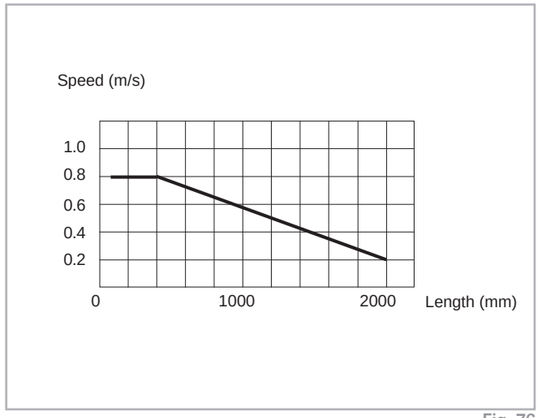

Fig. 76
The maximum operating speed is determined by the mass of the intermediate element, which moves with the movable rail. This reduces the maximum permissible operating speed with increasing length (see fig. 76).
- Telescopic Rail guides are suitable for continuous use in automatic systems. For this, the stroke should remain constant in all moving cycles and the operating speed must be checked (see pg. TR-44, fig. 76). The movement of the telescopic rails is enabled by internal ballcages, which could experience an offset from the original position with differing strokes. This phase offset can have a negative effect on the running properties or limit the stroke. If differing strokes occur in an application, the drive force must be sufficiently dimensioned in order to appropriately synchronise the ballcage offset. Otherwise, an additional maximum stroke must be planned regularly to ensure the correct position of the ballcage.